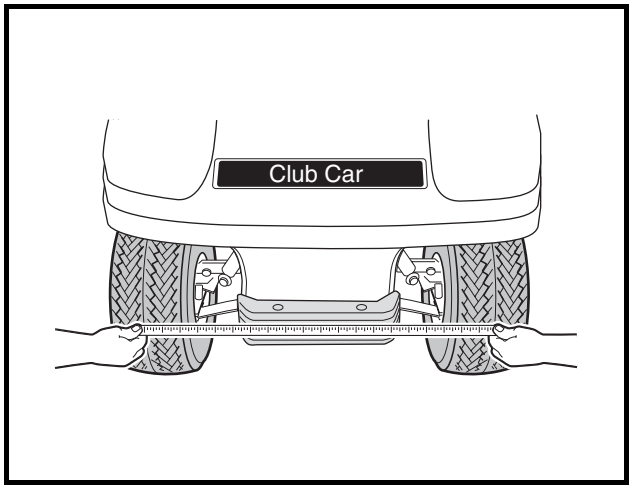

Figure 9-18 Check Toe-In
3. Measure the distance between the marks on the rear-facing surfaces of the tires, and then roll the vehicle **forward** one and one-half wheel revolutions until the marks appear on the forward facing surfaces of the tires at about the same height from the floor **(Figure 9-18, Page 9-15)**.